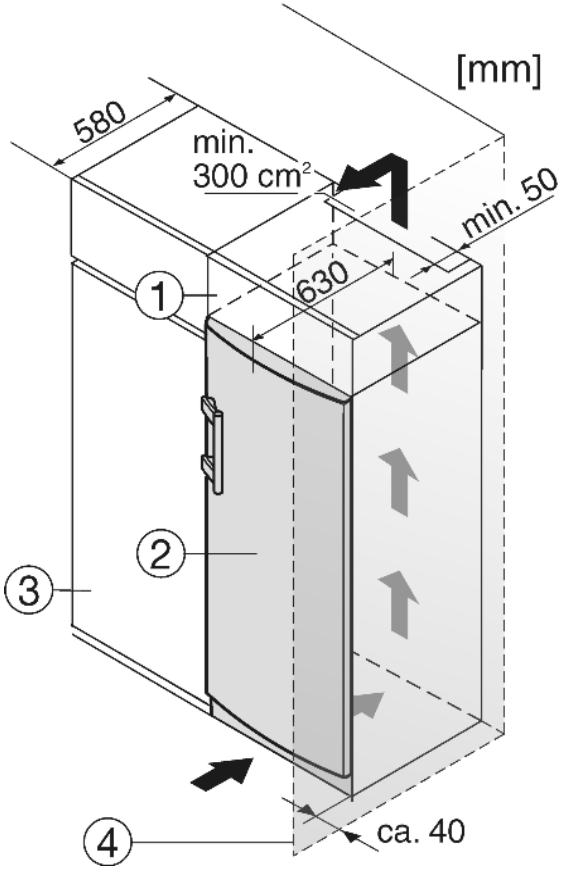

Fig. 9
(1) Дополнительный шкафчик
(2) Устройство
(3) Кухонный шкаф
(4) Стенка
При комбинировании с обычными кухонными шкафами (глубина макс. 580 мм) устройство можно установить непосредственно рядом с кухонным шкафом *Fig. 9 (3)*. Дверь устройства выступает по сторонам на 34 мм и по центру устройства на 50 мм относительно передней стенки кухонного шкафа. Поэтому ее можно свободно открывать и закрывать.
Если устройство установлено на шарнирах у стены *Fig. 9 (4)*, то расстояние между устройством и стеной должно быть не менее 40 мм. Настолько выступает ручка при открытой дверце.